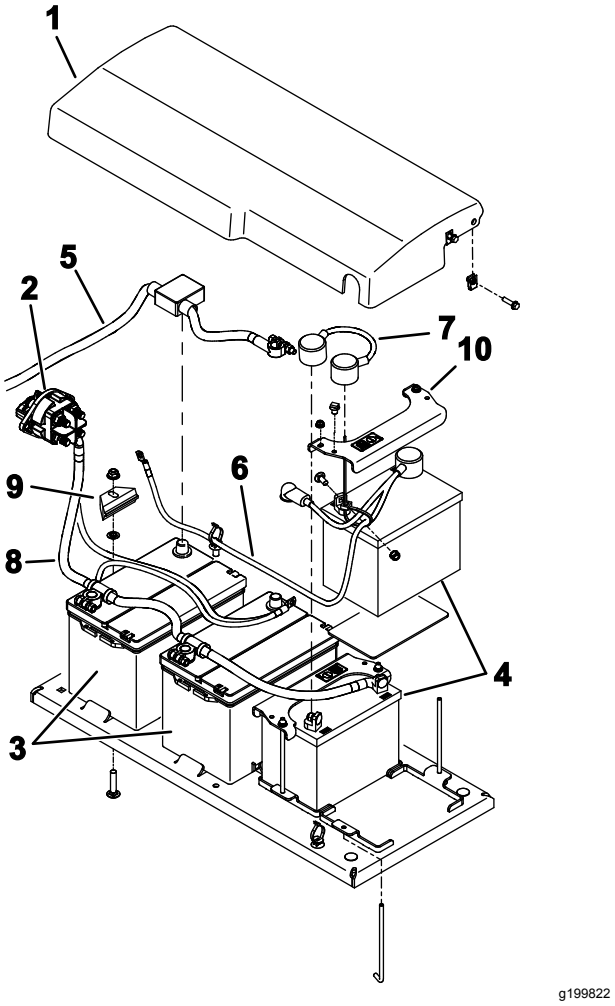

Figur 103
6. Fjern fastgørelsesanordningerne, der fastgør batteridækslet til maskinen, og fjern dækslet (Figur 103).
9. Fjern forsigtigt batterierne fra maskinen (Figur 103).
1. Fastgør batterierne med tilholderne (Figur 103).